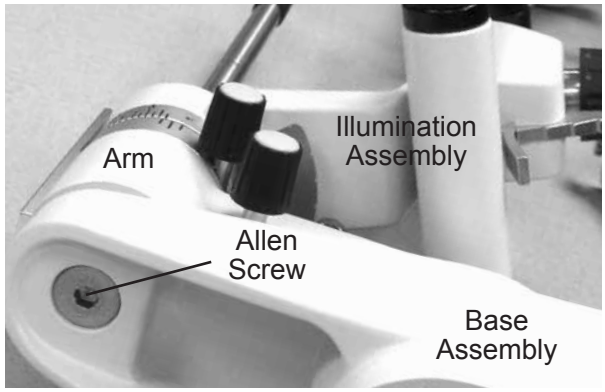

Figure IN-02 Allen Screw
5. Remove the Allen Screw on the bottom of the Illumination Assembly and Arm. Refer to Figure IN-02.
6. Mount the Illumination Assembly and Arm onto the Base and secure it with the Allen Screw. Tighten it using the 5mm Hex Wrench. Refer to Figure IN-02.